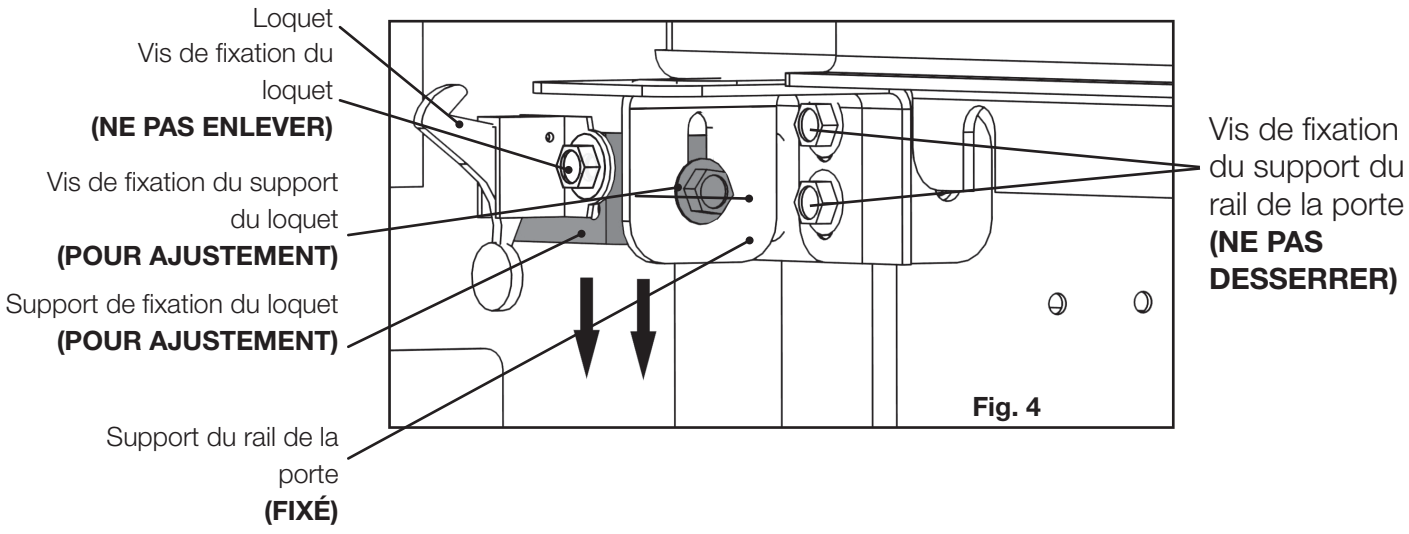

Fig. 4
4. Pour un montage facile, les vis de fixation du bec doivent être situées au bas de leur ouverture. Il peut être nécessaire de desserrer les vis de fixation du loquet et de les glisser jusqu'en bas. Resserrez lâchement les vis de fixation du loquet, en prenant soin de ne pas serrer excessivement **(Fig. 4**). Répétez pour l'autre fin du GGA-1.